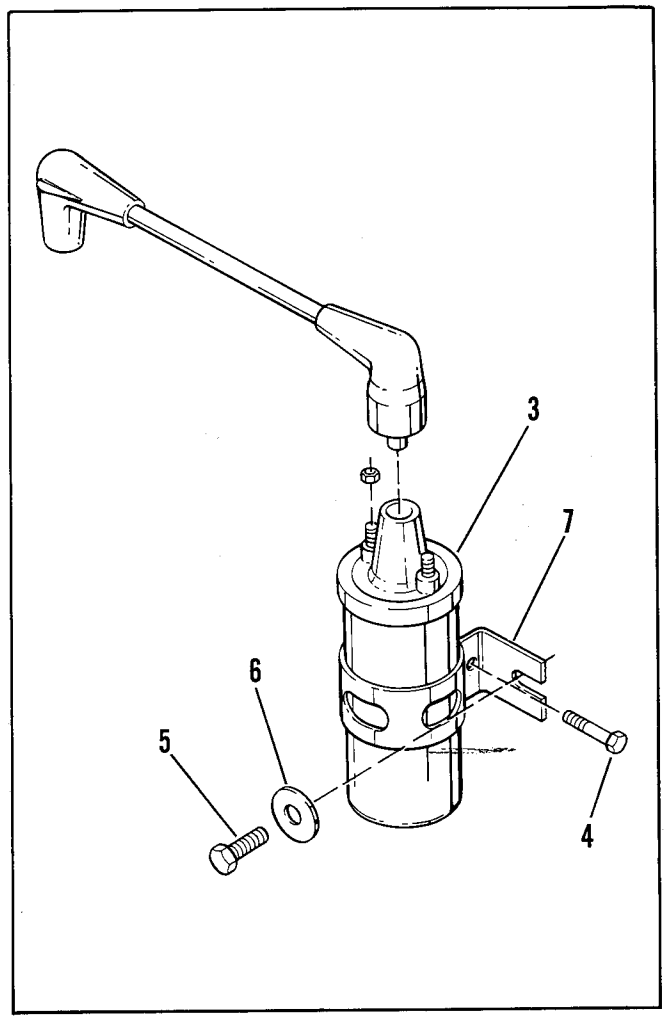

Figure 87 – Ignition Coil
c. See Figure 87. Remove the two mounting bolts (5), washers and lockwashers (6). Remove the coil.
d. See Figure 87. Loosen coil clamp screw (4) and lift coil out.
Installation (Figure 87)